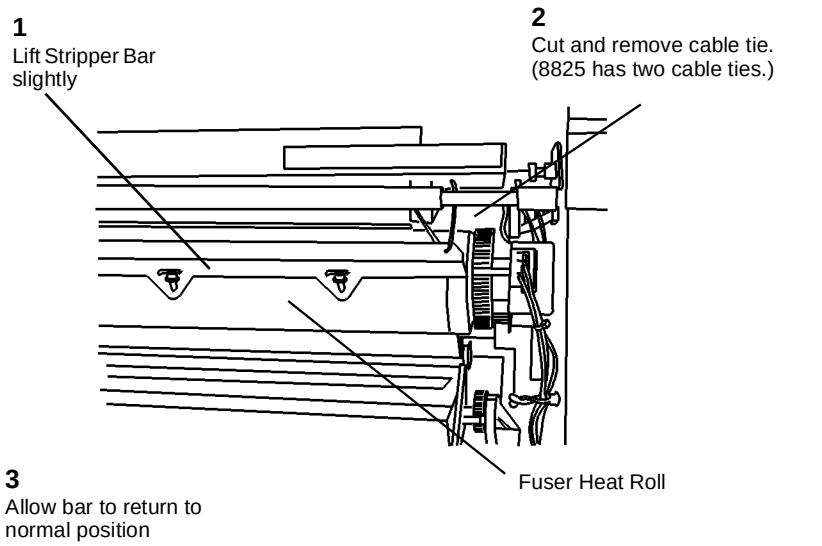

**Figure 4 Removing the Cable Tie**
2. ( Figure 4): Remove the cable tie from the Stripper Finger Assembly.